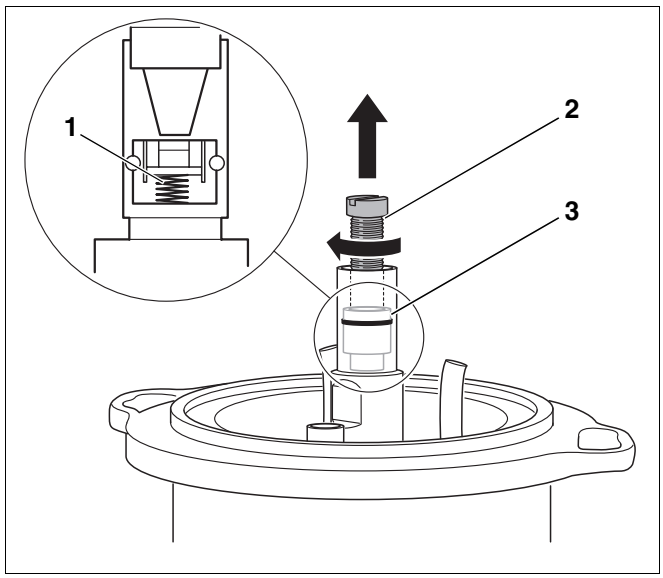

Abb. 31 Abschlussventil austauschen
Das Abschlussventil (Abb. 31, **Pos. 3**) im Ölvorwärmer arbeitet wie ein Rückschlagventil. Wenn die Ölpumpe in Betrieb ist, drückt sie das Öl durch das Abschlussventil. Schaltet sich die Pumpe aus, schließt sich das Abschlussventil über eine Feder (Abb. 31, **Pos. 1**).
- Schraube M5 × 50 (Abb. 31, **Pos. 2**) einschrauben.
- Abschlussventil (Abb. 31, **Pos. 3**) herausziehen.